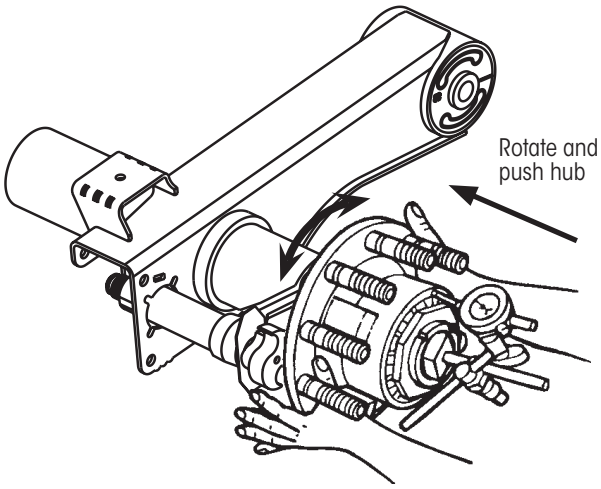

Figure 5: Checking inward end-play
NOTE: A reasonable assessment can be performed without removing tires and rims. However, this procedure is best performed with hub only as shown in Figure 5.
8. **Grasp** hub flange, as shown in Figure 5, and **push** the hub inward **while rotating** hub slightly in both directions (15 - 30° between two holes) until the dial indicator reading remains constant. **Record** reading.